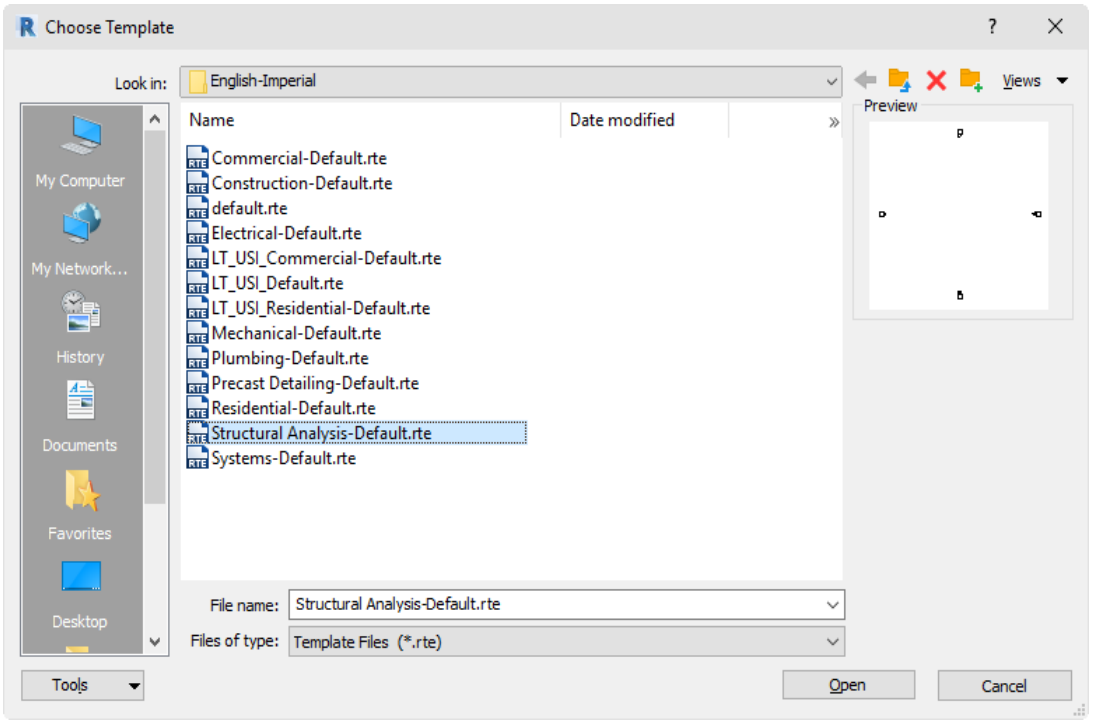

*Figure 2-32 The **Choose Template** dialog box*
2. In the **Choose Template** dialog box, the template file named **Structural Analysis-Default.rte**, as shown in Figure 2-32, is selected as the default template file in the **English-Imperial** folder. In **English-Metric** folder, default template file is **Structural Analysis-DefaultMetric.rte**. Choose the **Open** button to assign the selected template file to the **New Project** dialog box.